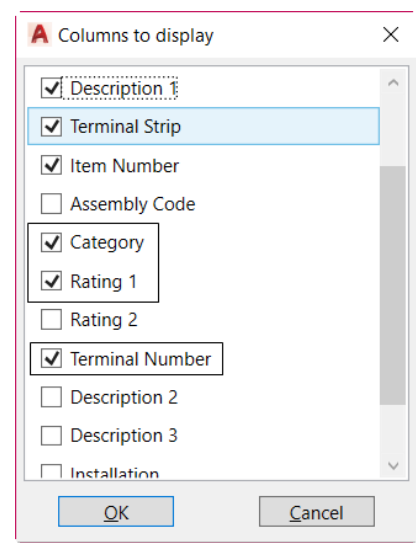

Figure 2-78 *The **Columns to display** dialog box*
2. Scroll down in the **Columns to display** dialog box and select the **Category**, **Rating1**, **Location** and **Terminal Number** check boxes, as shown in Figure 2-78. Next, choose **OK**; the **Category**, **Rating1**, **Location** and **Terminal Number** columns are added to the grid in the **Details** tab.